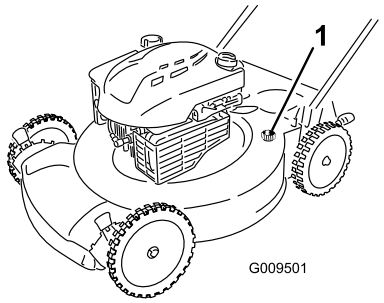

Figur 30
4. Fastgør en haveslange, der er sluttet til vandforsyningen, til gevindporten på maskinens hus (Figur 30).